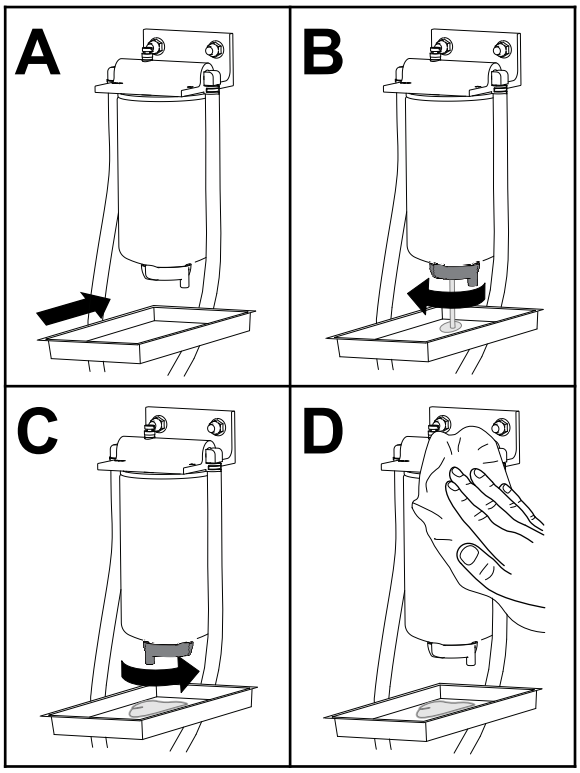

Figuur 99
1. Verwijder water uit de brandstof/waterafscheider zoals getoond in Figuur 99.